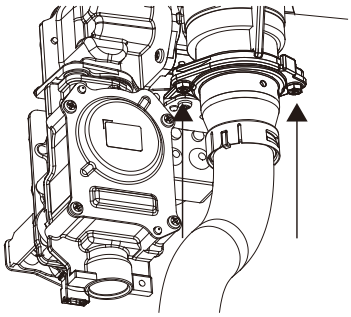

Fig. 3
4. Soltar los 2 tornillos que fijan el tubo de aspiración del aire (Fig. 3) y retirarlo.